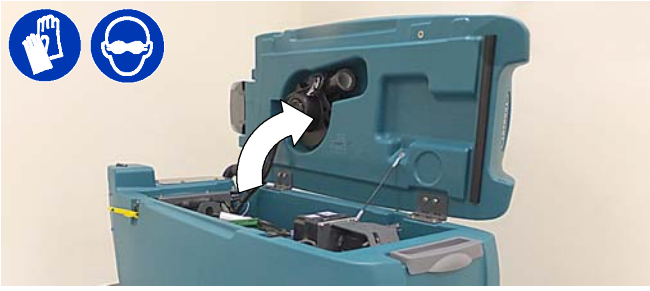

図　1
1. 汚水回収タンクを持ち上げてバッテリー室にアクセスします（図1）。